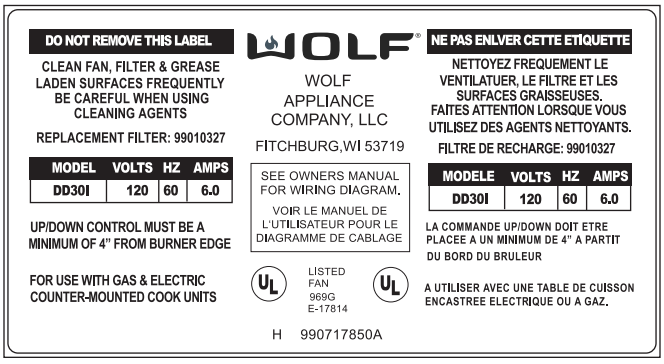

Figure 1-1 Serial Plate Layout
- *See Figure 1-1 for typical Information Plate layout.*